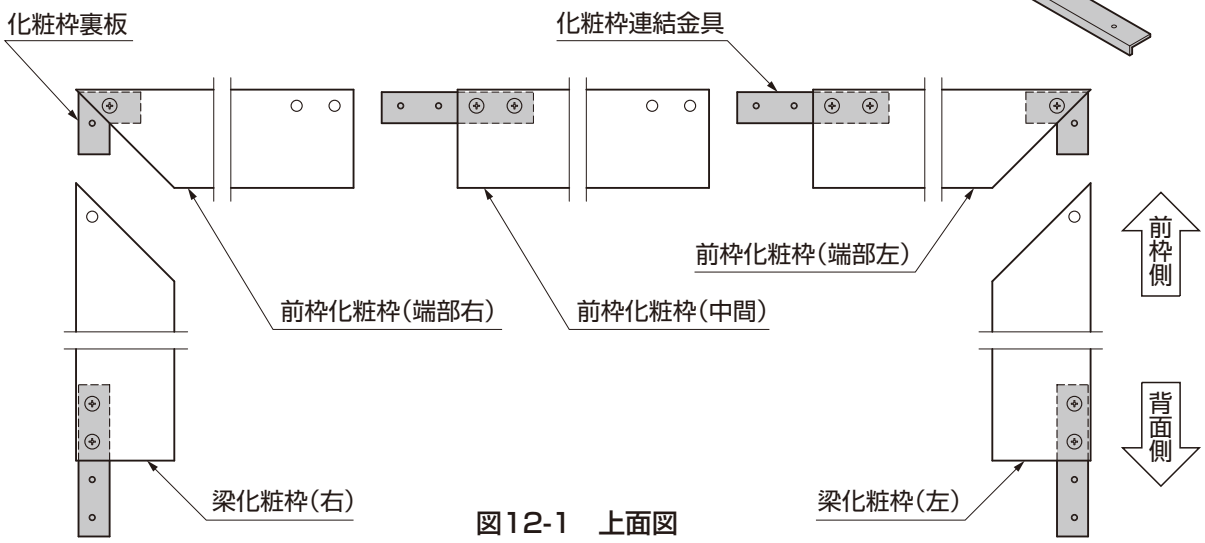
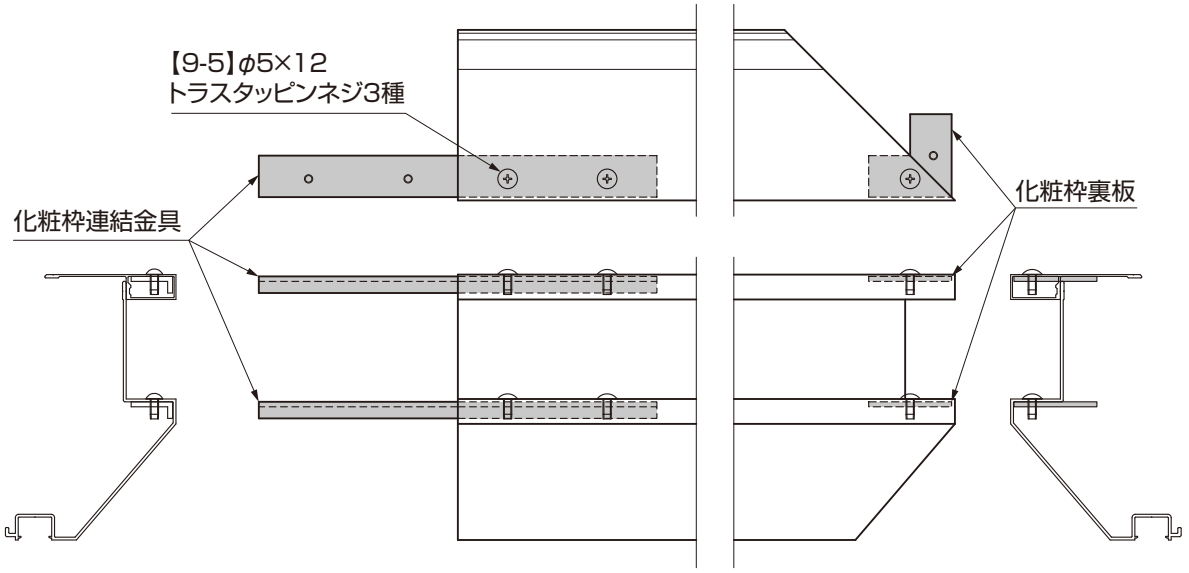

図12-1　上面図
図12-2　化粧枠裏板および化粧枠連結金具取付概要
①図12-1、図12-2を参照して化粧枠裏板を【9-5】で取付けてください。
②前枠化粧枠(端部左及び中間)の右側連結部に化粧枠連結金具を【9-5】で取付けてください。(図12-1、図12-2参照)
③梁化粧枠に化粧枠連結金具を【9-5】で取付けてください。(図12-1、図12-2参照)